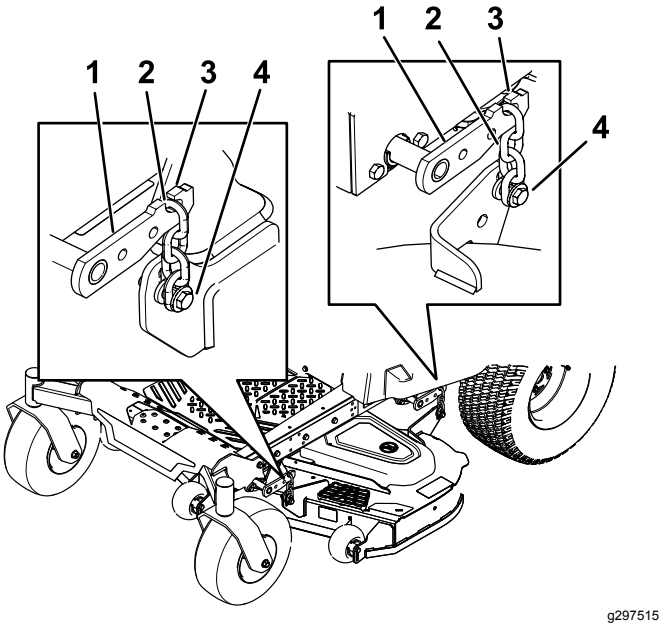

Figur 76
8. Fjern kjedene fra krokene på klippeenhetens løfterarmer (Figur 76).
6. Løft bakre del av klippeenheten og fest kjedene til de bakre løftearmene (Figur 76).
7. Fest de fremre kjedene til de fremre løftearmene (Figur 76).